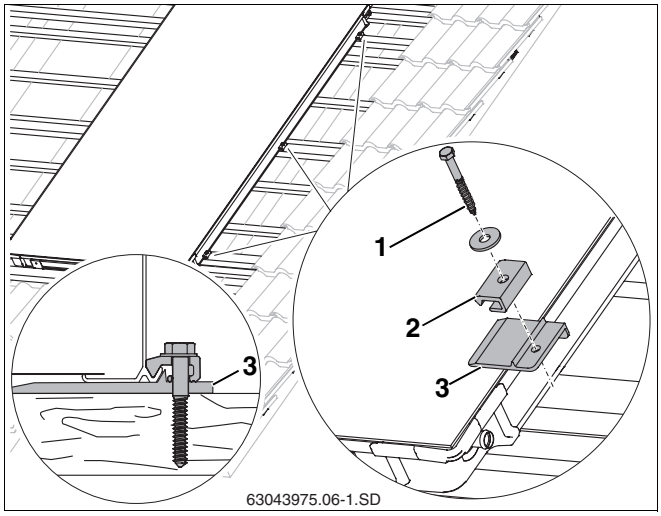

Abb. 23 Ersten Kollektor auflegen und verschrauben
- Kollektor leicht anheben und die rechten Unterlegplatten (Abb. 23, **Pos. 3**) auf der 2. und 3. zusätzlichen Latte sowie mittig des Kollektors auf einer vorhandenen Latte soweit unter den Kollektor schieben, dass die Erhebung gegen die Kollektorkante unten stößt.
- Für die Schraube (Abb. 23, **Pos. 1**) muss mit einem 4 mm Bohrer vorgebohrt werden.
- Die einseitigen Niederhalter (Abb. 23, **Pos. 2**) mit Schraube 6×40 (Abb. 23, **Pos. 1**) und Unterlegscheibe befestigen (Schlüssel SW 10 verwenden).